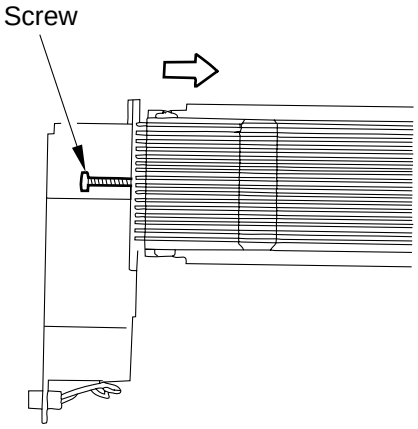

Figure 4-330
3) Loosen the mounting screw, and move the grid in the direction shown in Figure 4-330; then, fix it in place temporarily.